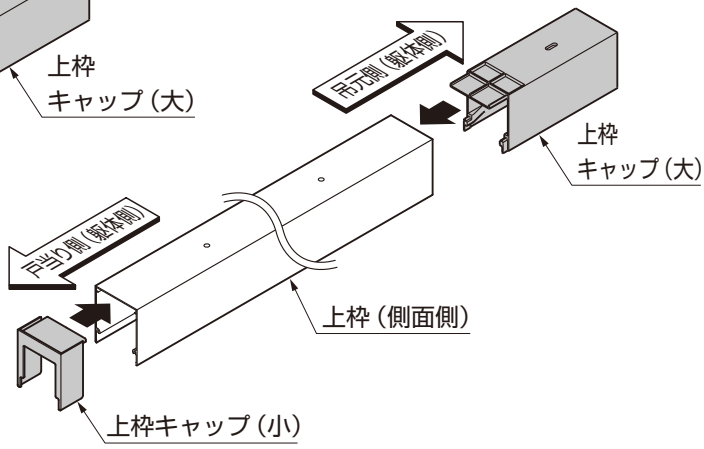

図6-16　側面側
②側面側の上枠の両端に上枠キャップ（大）と上枠キャップ（小）をそれぞれはめ込んでください。（図6-16参照）